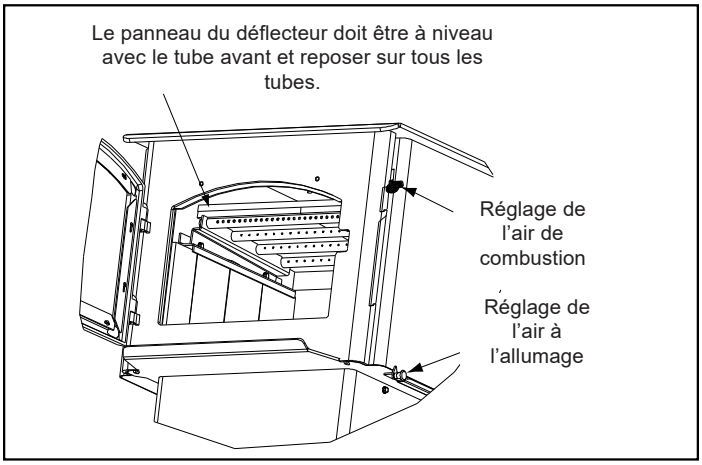
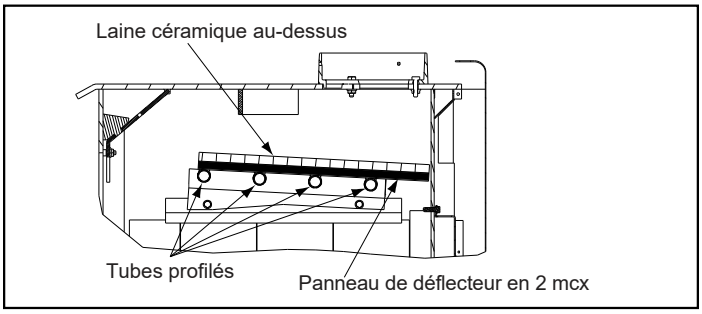

Figure 12.1
Figure 12.2
1. Confirmez que la position du déflecteur est correcte. Il doit affleurer le tube avant et reposer sur tous les tubes **(Figure 12.1 et Figure 12.2)**.